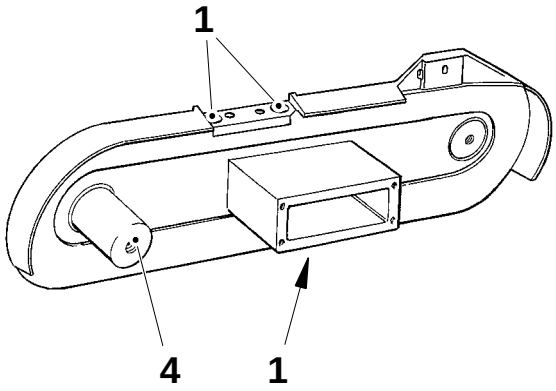

Fig. 1
a) Fit the inner guide square with the drive shaft (4) close to the frame, see fig. 1.
b) Tighten the screws (1), see fig. 1.